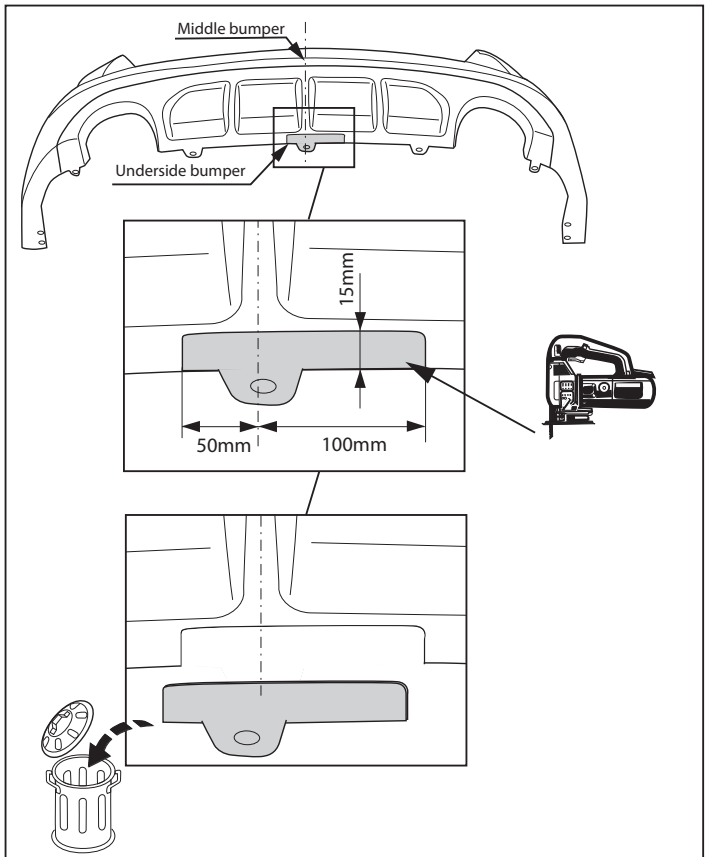

Fig. 2
9. **Для автомобилей Kia Sportage:** Выпилить часть из бампера в середине снизу, как указано на рис. 2.